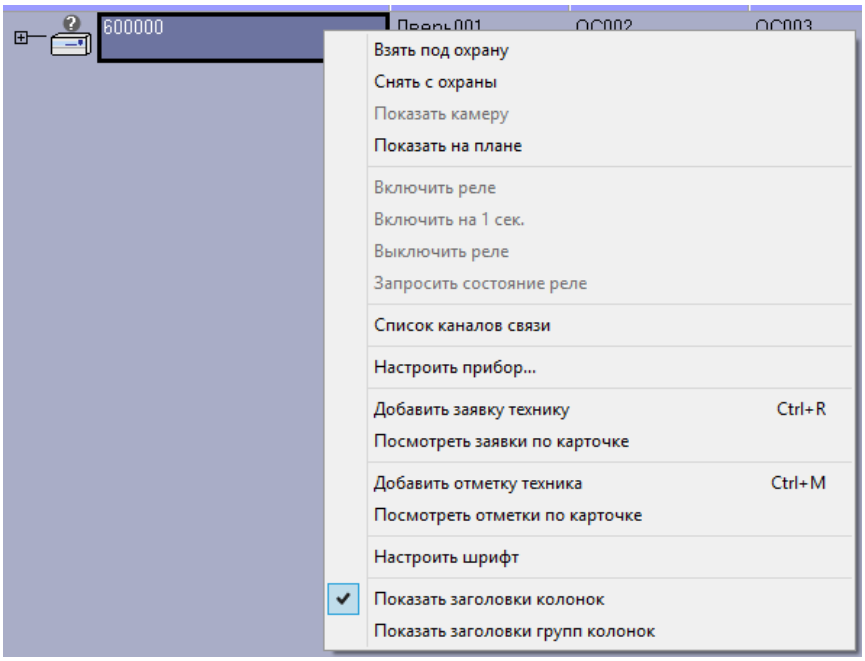

Рисунок 28 – Контекстное меню прибора
– В АРМ ДПЦО выделить левой кнопкой мышки нулевую карточку прибора, затем из контекстного меню (по щелчку правой кнопкой мышки) выбрать пункт «Настроить прибор…» (см. рисунок 28).